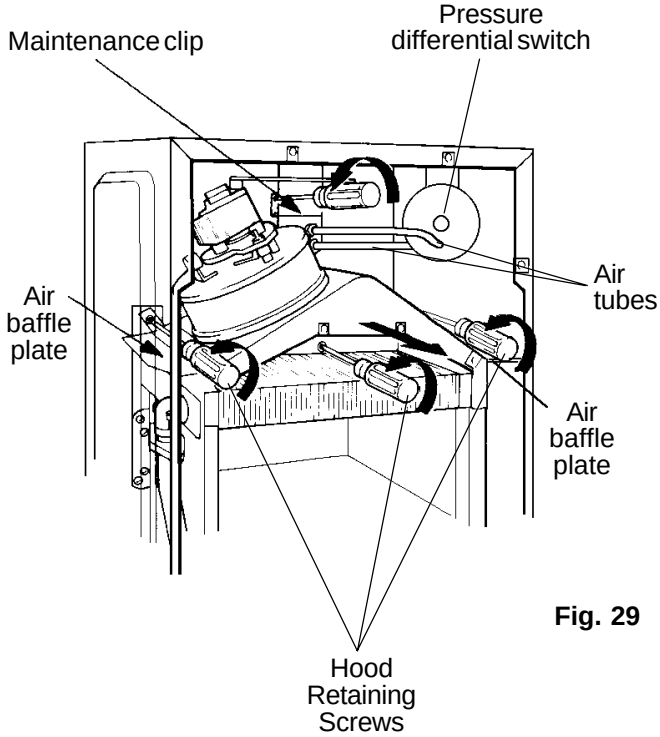

Fig. 29
8.8.4 Remove two air baffle plates. 1 screw securing each fig. 29.
8.9.2 Loosen maintenance clip securing screws (see fig. 29) and slide upwards to clear joint.
8.9.4 Remove 3 flue hood retaining screws (see fig. 29)
Refer to Fig. 29